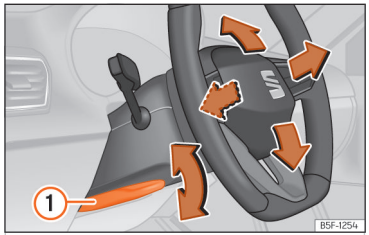

Abb. 60 Hebel auf der linken unteren Seite der Lenksäule.
- Hebel ››› (Abb. 60) ① nach unten schwenken, Lenkrad in die gewünschte Position bringen und Hebel wieder bis zum Schließpunkt nach oben drücken.
- **Den Hebel ››› (Abb. 60) ① nach dem Einstellen immer fest nach oben schwenken, damit das Lenkrad während der Fahrt nicht unbeabsichtigt seine Position verändert.**